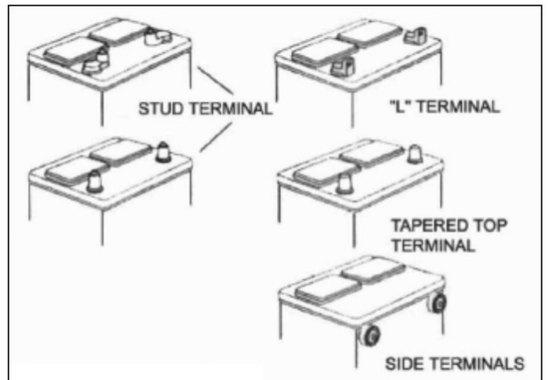

Figure 7— Battery terminal locations
3. Check battery cables. Battery cable connections to terminal should be checked for corrosion and proper tightness, and cleaned and /or tightened as necessary. The cables themselves should be checked for swelling, cracking, or brittleness, cables should be replaced as necessary. See Figure 7.